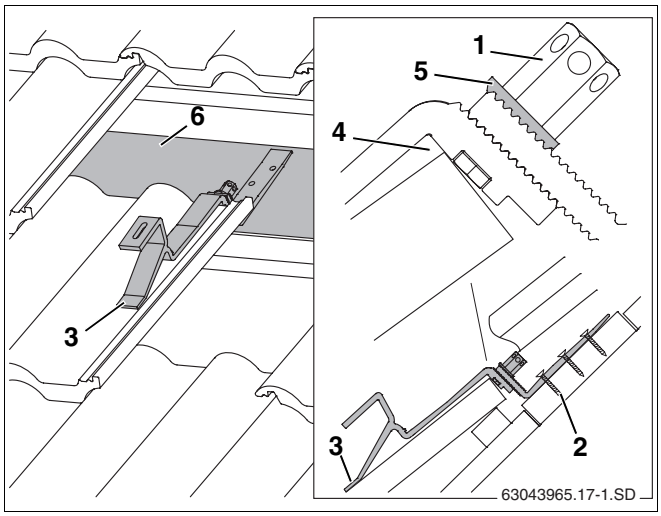

Abb. 15 Montierter Dachhaken (zur besseren Ansicht sind einige Pfannen nicht dargestellt)
- Abstützung vorne so auf die Pfanne legen, dass sie bei Belastung in einem Wellental aufliegt (Abb. 15, **Pos. 3**).
Der Dachhaken muss dabei an der Pfannenoberkante etwas Spiel haben (Abb. 15, **Pos. 4**). Gegebenenfalls Pfanne oben anpassen.
- Dachhaken-Unterteil soweit herunter schieben, bis dieses auf dem Sparren bzw. auf den Brettern/Bohlen (Abb. 15, **Pos. 6**) aufliegt.
Die verzahnte Unterlegscheibe (Abb. 15, **Pos. 5**) muss in die Verzahnung des Dachhaken-Unterteils greifen.
- Lange Sechskantmutter (Abb. 15, **Pos. 1**) anziehen. Hierzu den Schlüssel SW5 in das Loch der Sechskantmutter stecken und drehen.
- Dachhaken-Unterteil mind. im ersten (Abb. 15, **Pos. 2**) und zweiten Loch mit geeigneten Schrauben am Sparren befestigen.